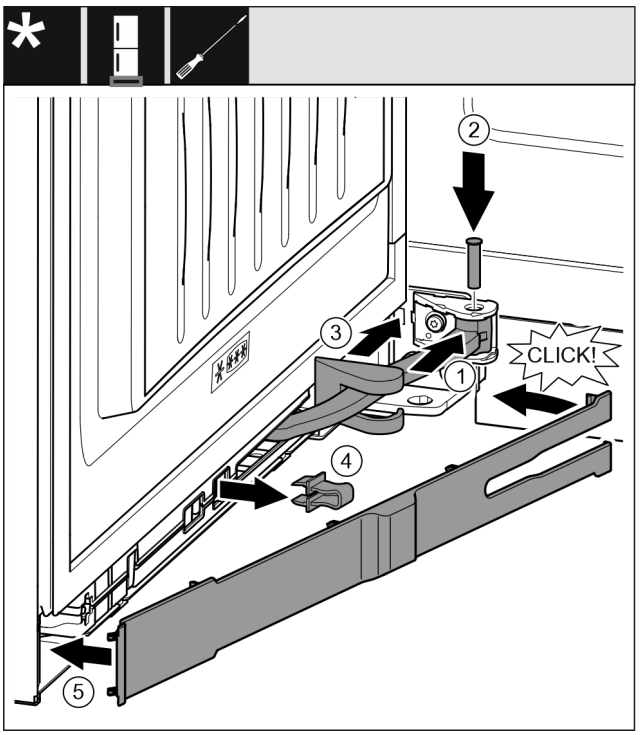

Fig. 43
▶ Scharnier *Fig. 43 (1)* in de ophanging draaien.
- ▶ Bouten *Fig. 43 (2)* met een schroevendraaier in de ophanging en scharnier steken. Let hierbij op dat het vergrendelingslipje juist in de groef zit.
- ▶ Lagerbokafdekking *Fig. 43 (3)* langs het scharnier schuiven en over de ophanging monteren.
- ▶ Beveiliging *Fig. 43 (4)* wegnemen.
- ▶ Panelen *Fig. 43 (5)* aan de greepzijde plaatsen en er indraaien.